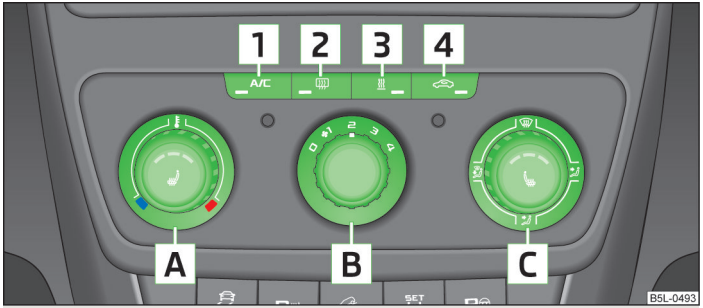

Fig. 91 **The air conditioning system: Control elements**
› Turn the control dial A » Fig. 91 to the right to increase the temperature.
› Turn the blower switch B » Fig. 91 into one of the positions, 1 to 4, to switch the blower on.
› Press button 4 to shut off the fresh air supply » Fig. 91.
› The direction of the inlet air flow is controlled with air distribution regulator C » Fig. 91 » page 85, *Air outlet vents*.
› Press the button A/C 1 » Fig. 91. The warning light lights up in the button.
› Press the button 2 » Fig. 91. Further information » page 50, *Windscreen and rear window heater*.
› Press the button 3 » Fig. 91 to directly switch on/off the auxiliary heating (auxiliary heating and ventilation). Further information » page 94, *Auxiliary heating (auxiliary heating and ventilation)*.
- The warning light in the button A/C » Fig. 91 lights up after activation, even if not all of the conditions for the function of the cooling system have been met. By lighting up of the indicator light in the button, the operational readiness of the cooling system is signalled.
- Controls A, B, C and the button 1 and 4 » Fig. 91 on page 88.
› Press the button 4 » Fig. 91 on page 88, and the warning light in the button illuminates.
Recirculated air mode is switched off automatically if the air distribution control C » Fig. 91 on page 88 is turned to position . Recirculated air mode can be switched on again from this setting by repeatedly pressing the button .